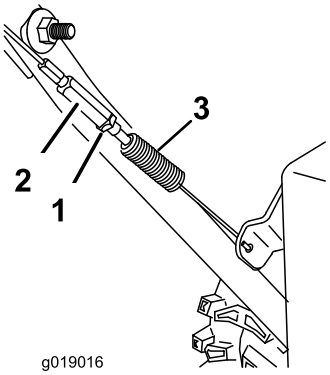

Figur 36
4. Tilspænd kontramøtrikken (Figur 36), og sørg for, at kablet strammes en anelse.